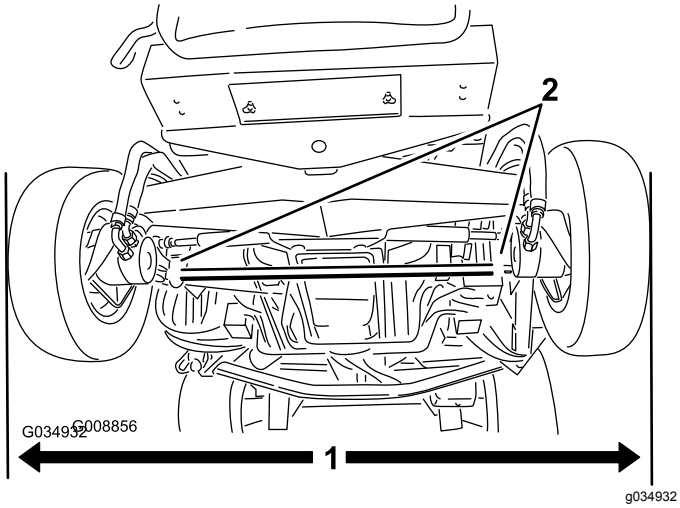

Figur 118
1. Ret bagdækkene ud i en lige position, mål den udvendige afstand (i akselhøjde) forrest og bagest på bagdækkene (Figur 118).
2. Juster spidsningen ved at løsne klemmerne i hver ende af forbindelsesstængerne (Figur 118).